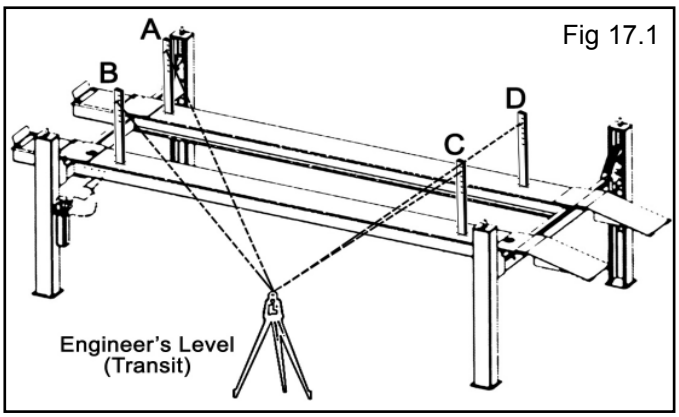

Fig 17.1
4.Place a Level target on the right/front corner of the Runway. (See Fig. 17.1)
5. Beginning with "A" position, sight the level to the target and mark the number or the graduation on the inch scale of the target that aligns to the cross hairs of the Level. (See Fig. 17.1)
6. Next, move the target and place it at point "B" on the runway. (See Fig. 17.1)
8. Adjust the adjustment nut on the safety ladder bar at the top of the Column at "B" until the cross hairs of the Level align to reference mark on the target scale. (See Fig. 17.1)
9. Repeat steps locating the target assembly at points "C" and "D" and adjusting safety ladders at each corresponding Column until the reference mark on the target scale is on the cross hairs of the Level. The Runways are now level at all four points. (See Fig. 17.1)